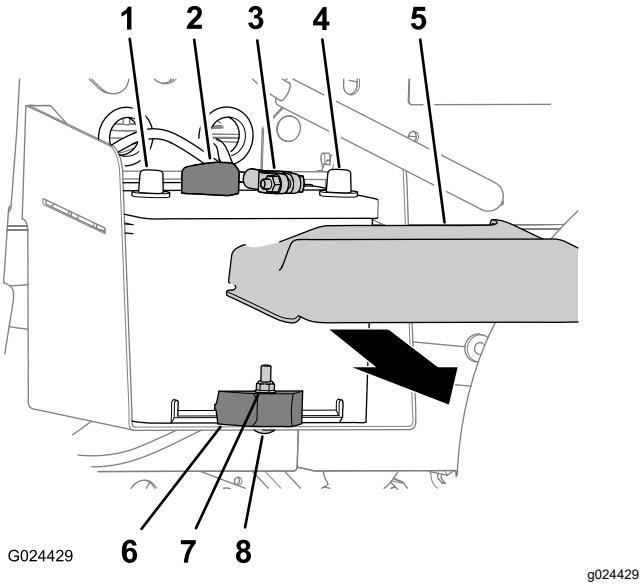

Figur 46
1. Kläm på batterikåpans sidor och ta bort kåpan ovanpå batteriet (Figur 46).
2. Koppla bort negativa batterikabeln från batteriet (Figur 46).
3. Koppla bort batteriets pluskabel från batteriet (Figur 46).
2. Ta bort låsmuttern, vagnskruven och batteriklämman som fäster batteriet vid batterilådan (Figur 46).
3. Ta ut batteriet ur batterilådan (Figur 46).
1. Rikta in batteriet efter maskinens batterilåda (Figur 46).
Obs: Kontrollera att batteriets plus- och minuspoler har riktats in enligt Figur 46.
2. Fäst batteriet vid batterilådan med batteriklämman, vagnskruven och låsmuttern (Figur 46).
1. Anslut den positiva batterikabeln till batteriet (Figur 46).
2. Anslut den negativa batterikabeln till batteriet (Figur 46).
3. Montera batterikåpan på batteriet (Figur 46).